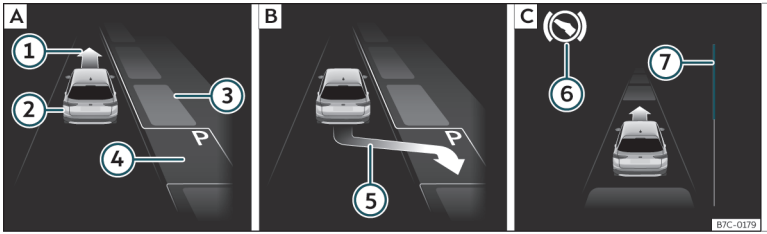
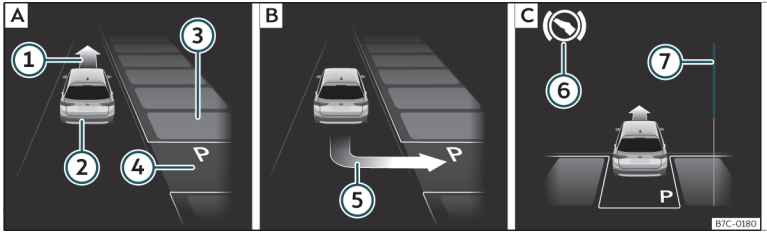

Fig. 235 En la pantalla del cuadro de instrumentos: aparcar en línea. A Buscar un hueco de aparcamiento. B Posición para aparcar. C Maniobrar.
Fig. 236 En la pantalla del cuadro de instrumentos: aparcar en batería. A Buscar un hueco de aparcamiento. B Posición para aparcar. C Maniobrar.
- Mire en la visualización de la pantalla del cuadro de instrumentos si se ha detectado el hueco como “apropiado” y si ha alcanzado la posición correcta para aparcar ››› **fig. 235** B o ››› **fig. 236** B. El hueco habrá sido considerado “apropiado” si en la pantalla del cuadro de instrumentos aparece la indicación de aparcar S.
- Retroceda hasta que suene la señal continua del ParkPilot; **O BIEN:** retroceda hasta que en la pantalla del cuadro de instrumentos aparezca la indicación de dar marcha adelante ››› **fig. 235** C o ››› **fig. 236** C; **O BIEN:** retroceda hasta que en la pantalla del cuadro de instrumentos aparezca el mensaje **`Park Assist finalizado`**. La barra de progreso ⑦ indica la distancia que hay que recorrer ››› **pág. 311**.
- Dé marcha adelante hasta que suene la señal continua del ParkPilot; **O BIEN:** dé marcha adelante hasta que en la pantalla del cuadro de instrumentos aparezca la indicación de dar marcha atrás. El sistema de aparcamiento asistido dirige el vehículo marcha adelante y marcha atrás hasta centrarlo en el hueco ››› **fig. 235** C o ››› **fig. 236** C.
La barra de progreso ››› **fig. 235** ⑦ y ››› **fig. 236** ⑦ muestra simbólicamente en la pantalla del cuadro de instrumentos la distancia relativa que aún queda por recorrer. Cuanto mayor es la distancia, más llena está la barra de progreso. Al circular marcha adelante, el contenido de la barra de progreso disminuye hacia arriba, y al circular marcha atrás, disminuye hacia abajo.